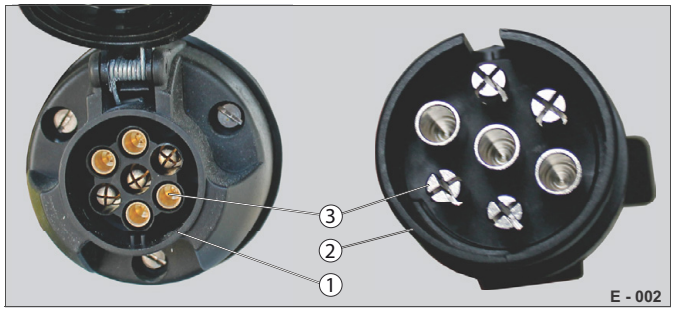
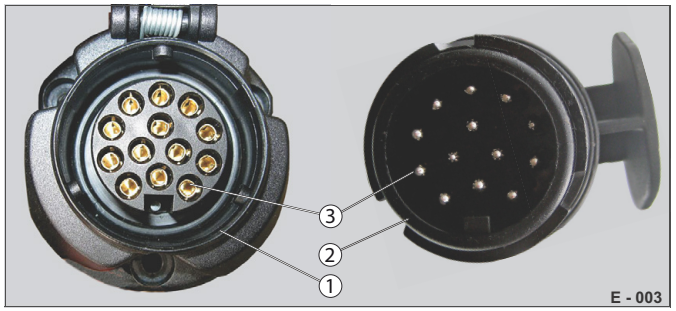
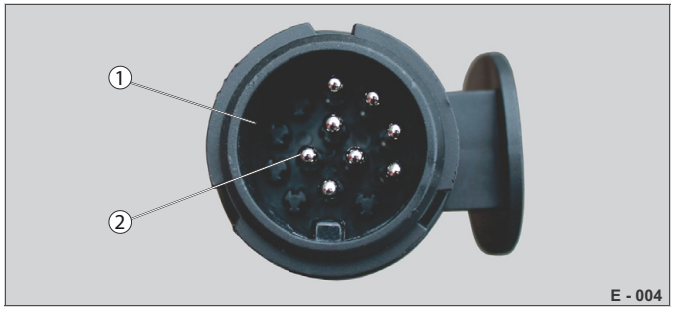

Abb. 2 Zástrčka 7-pólová (pouze STEELY)
Abb. 3 Zástrčka 13-pólová
Abb. 4 Zástrčka s 8-násobným obsazením
- ▶ V případě potřeby ošetřete kontakty (Abb. 2/3, Abb. 3/3) konektorů kontaktním sprejem.
- ▶ Spojte zástrčku (Abb. 2/2) přívěsu se zásuvkou (Abb. 2/1) na tažném vozidle.
U brzděných přívěsů se standardně používá 13-pólová zástrčka (Abb. 4/1) s 8násobným obsazením kontaktů. 13-pólová zástrčka s plným obsazením (Abb. 3/2) se používá pro elektrohydraulický systém ve vozidlech na baterie.
- ▶ V případě potřeby překontrolujte obsazení kontaktů (Abb. 4/2) na tažném vozidle.